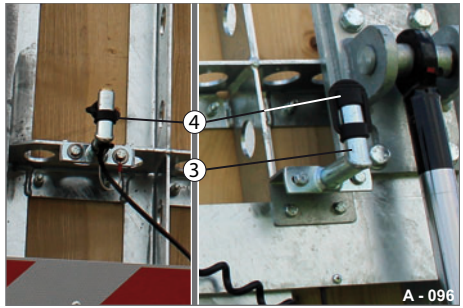

Abb. 97 Rundum-Kennleuchte, demontiert
- ▶ Ziehen Sie die Schutzkappe (Abb. 97/4) ab.
- ▶ Stecken Sie die Schutzkappe (Abb. 97/4) auf das Aufsteckrohr.